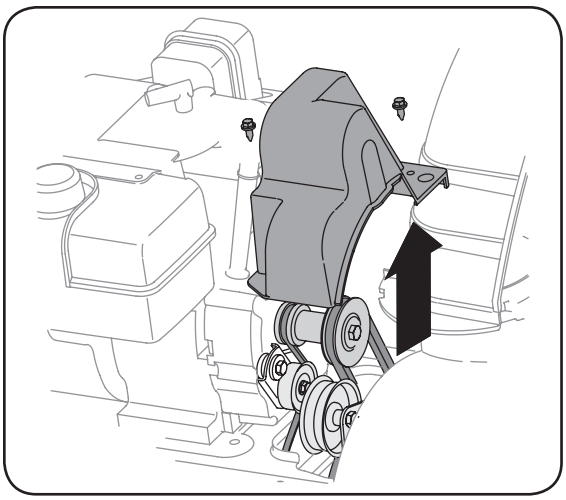

Figure 6-4
1. Retirez le couvre-courroie en plastique sur le devant du moteur en enlevant les deux vis auto-taraudeuses. Voir la Figure 6-4.